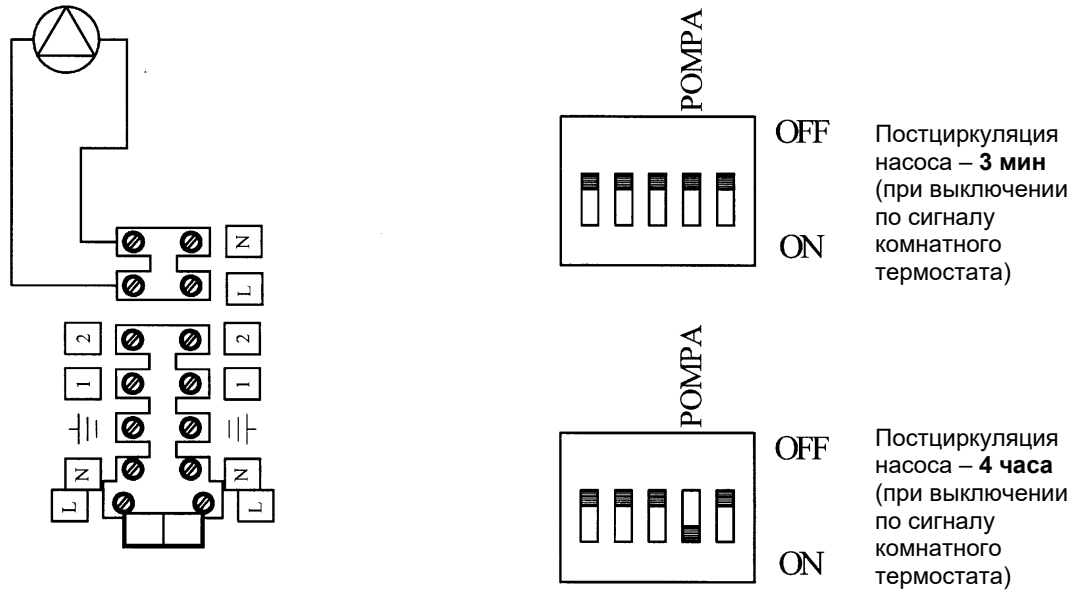

Рис. 21: Присоединение насоса
- Выполнить электрическое присоединение в соответствии с (рис. 21) и электрической схемой § 6.